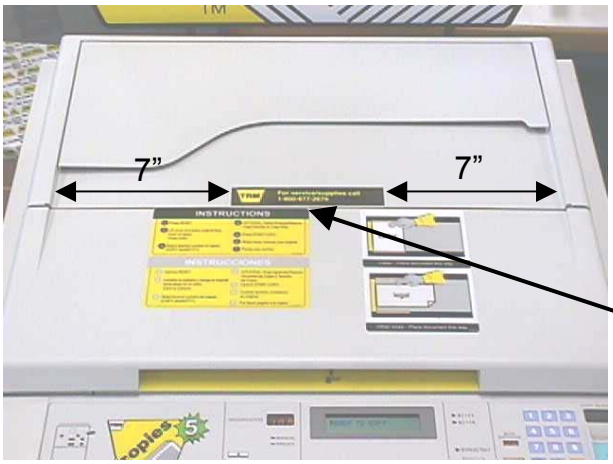

FIGURE 30
6.9 The Service/Supplies Decal attaches in the center of the platen, 7 inches in from either lip of the platen. (see figure 30)